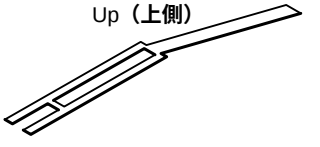

Fig. 24-1 **(図24-1)**
* ***Be careful of the direction of the spring. It should be installed with its projecting end facing upward. (Fig. 24-1)***
※ **スプリングの向きに注意してください。スプリングは、図24-1のように上側が凸になるように取り付けます。**